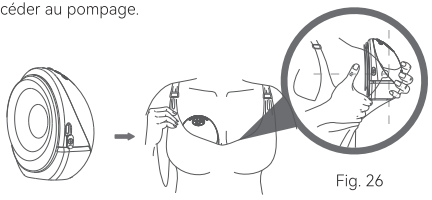

Fig. 26
a. Assurez-vous que le tire-lait est fermement pressé contre votre sein sans laisser d'interstices (Fig.26) avant de procéder au pompage.